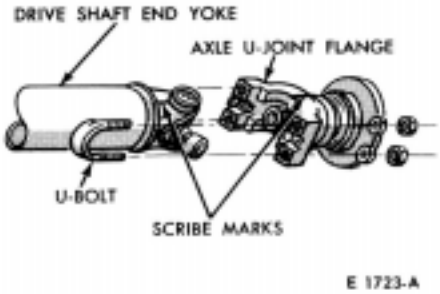

FIG. 10—Drive Shaft-To-Axle U-Joint Connection
18. Connect the rear end of the drive shaft to the axle U-joint flange, aligning the punch marks made on the driveshaft end yoke and the axle U-joint flange (Fig. 10).
14. Connect the rear end of the drive shaft to the axle U-joint flange, aligning the scribe marks made on the drive shaft end yoke and the axle U-joint flange (Fig. 10).
4. Connect the drive shaft to the axle U-joint flange, aligning the scribe marks made on the drive shaft end yoke and the axle U-joint flange during the removal procedure (Fig. 10). Then install the U-bolts, and nuts and torque them to specifications.